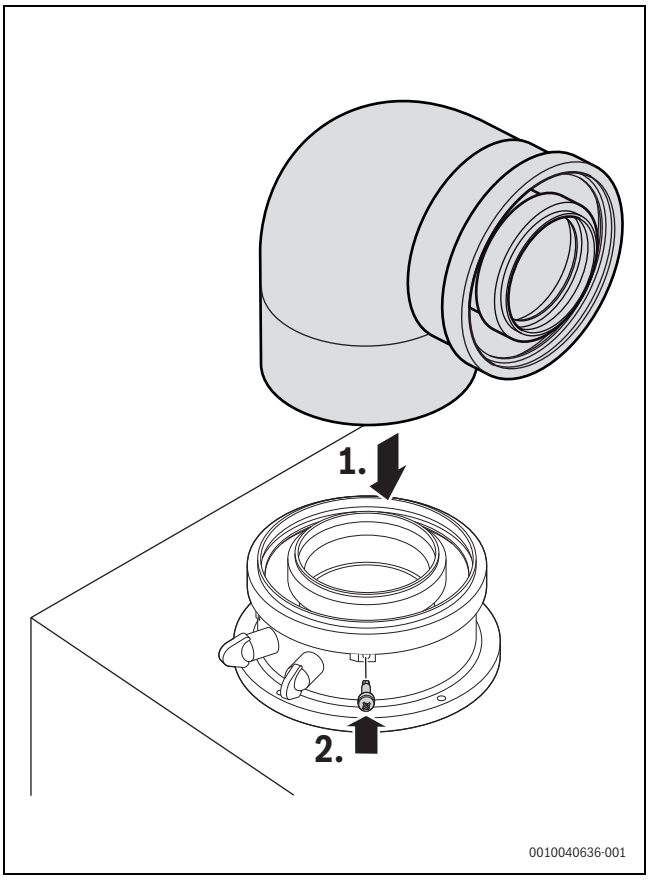

Fig. 26 Colocar os acessórios de exaustão e fixar com 3 parafusos
▶ Conectar os acessórios de exaustão (→ fig. 26).